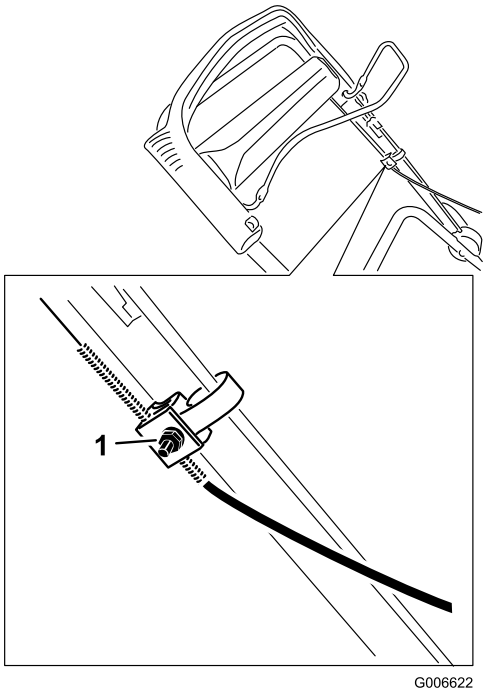

Figur 28
3. Løsn møtrikken på kabelbeslaget (Figur 28).